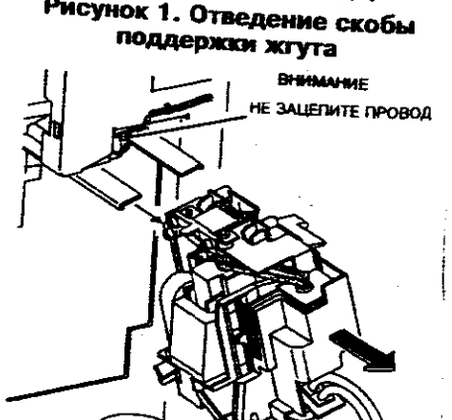

**Рисунок 2. Снятие модуля степлера**
4. (Рисунок 2) Осторожно снимите модуль степлера с заднего конца направляющей.
*При установке модуля степлера (см. рисунок 2) не повредите блокировочный выключатель (S11-352).*